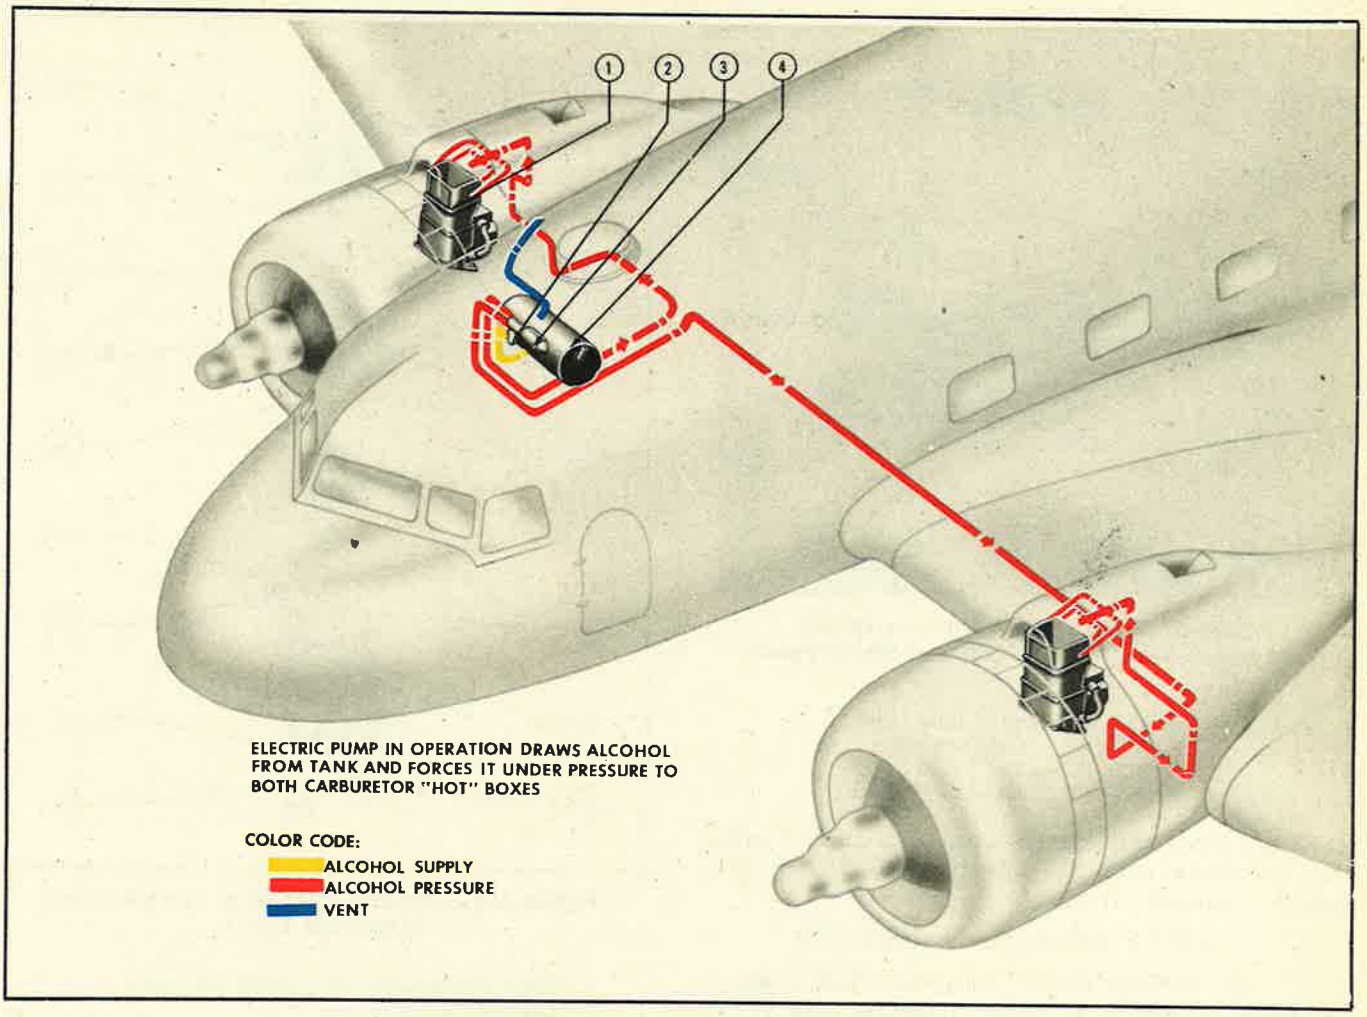

Figure 576—Carburetor Anti-Icer System
(1) Replace worn or frayed lines or hoses.
(2) Replace bent or corroded slinger ring, lines, or spout.
(3) CARBURETOR ANTI-ICER SYSTEM. *(See figure 576.)*
The carburetor anti-icer system consists of an electric pump (3, figure 576) forcing alcohol from a supply tank (4, figure 576) through a filter (2, figure 576), the pump, two identical check valves, and manifolds into the hot boxes (lower sections of the air